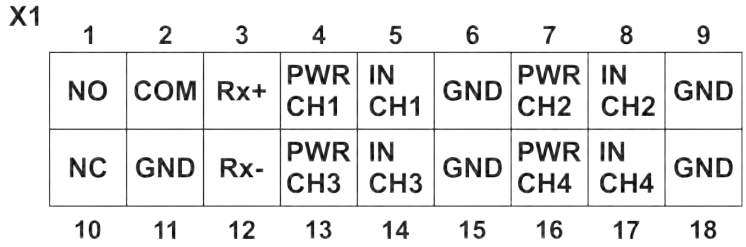

Fig. 29-1 Terminal wiring X1 on NivuLink Micro II / NivuLink Micro II Ex
6. Connect the wires according to the terminal assignment diagram (see Fig. 29-1) or the following connection examples: